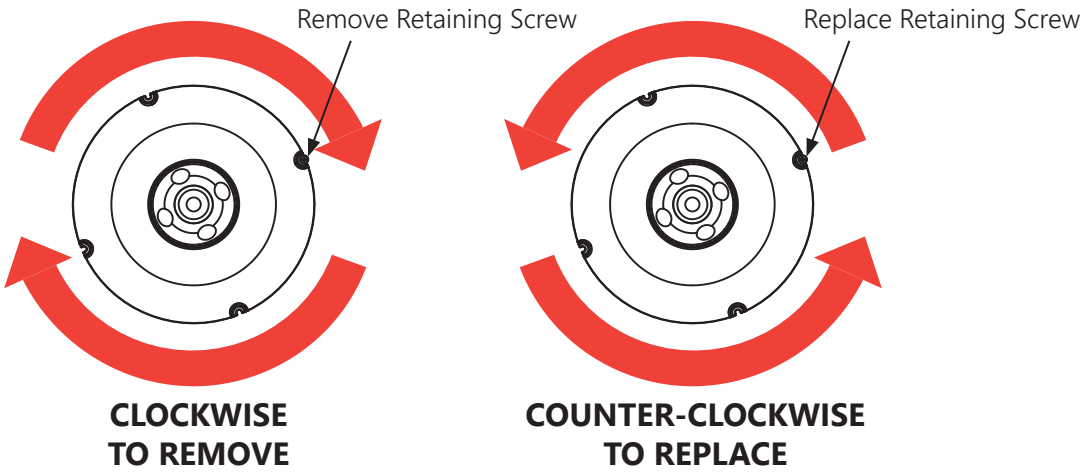

FIGURE 9: LED MODULE INSTALLATION
3. Reconnect when the water has been removed from the LED Module housing, supply, and return lines. Reinstall the LED module by turning **COUNTER-CLOCKWISE** (Figure 9).